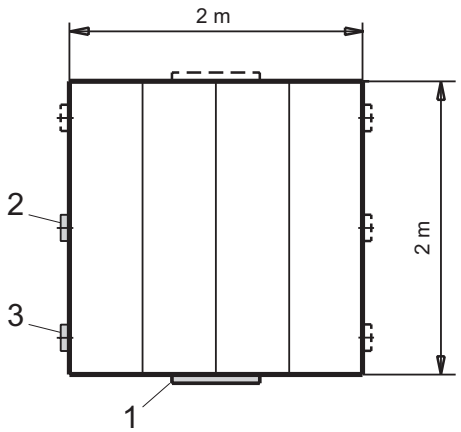

Fig. 4 Varianti di montaggio – vista dall'alto
la disposizione standard per apertura di manutenzione (1), bocchettone di caricamento (2) e raccordo di aspirazione (3) è riportata in grigio, le altre possibili disposizioni sono disegnate tratteggiate – Fig. 4. Il bocchettone di caricamento è sempre al centro, mentre il raccordo di aspirazione e la serranda dell'aria con foro di ispezione possono essere piazzati a scelta a destra o a sinistra del bocchettone di caricamento.